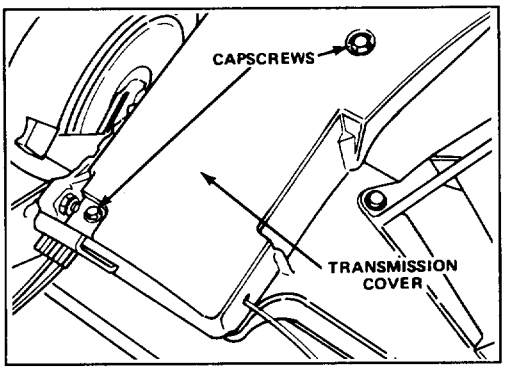

Figure 25
2. Remove two capscrews and lift off transmission cover (Fig. 25).